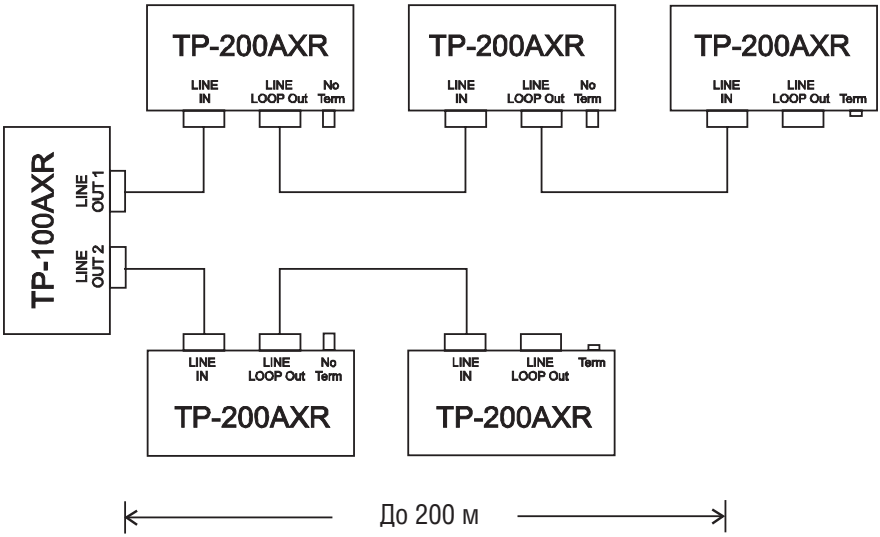

Рис. 4. Подключение нескольких устройств
Чтобы подключить несколько устройств в цепочке, как это показано на рис. 4, действуйте в следующем порядке:
7. Подключите адаптеры электропитания 12 В постоянного тока к розеткам электропитания, и подсоедините входы адаптеров всех устройств к электросети. Действуя иначе, можно подключить блоки питания к некоторым из устройств, чтобы остальные получали электропитание в режиме Power Connect (см. подраздел 3.3). Подача электропитания более чем на три устройства с каждого из блоков питания не рекомендуется. В качестве примера систему на рис. 4 можно было бы запитать от двух блоков питания.